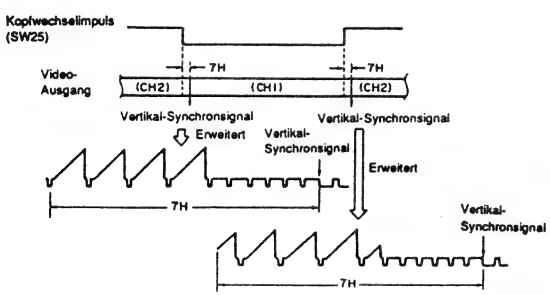

Abb. 4-102
(1) Einstellen des Kopfwechselpunktes (Abb. 4-102, 4-151)